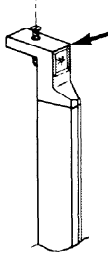

FIGURE 12
1. Remove screw from both top and bottom handle end cap. See Figure 12 and 13.